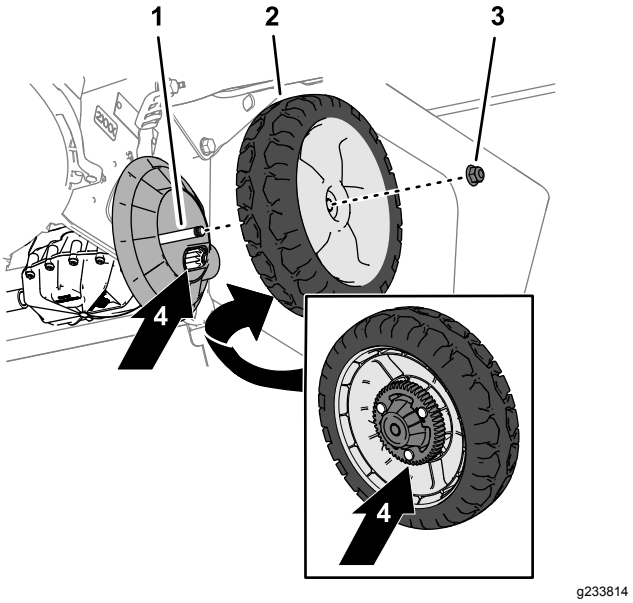

Figuur 30
1. Verwijder de flensborgmoer en het wiel van de asbout (Figuur 30).
2. Verwijder vuil uit de omgeving van het wieltandwiel (Figuur 30).
3. Breng na het schoonmaken een kleine hoeveelheid anti-seize middel aan op de tandwielen (Figuur 30).
4. Bevestig het wiel met de flensborgmoer aan de asbout (Figuur 30).